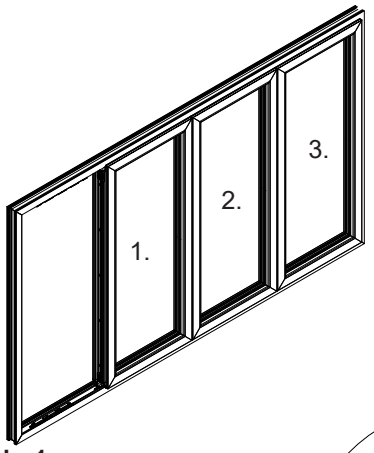

Abb. 1
4. In umgekehrter Reihenfolge werden jetzt nach der Allgemeinen Verarbeitungsrichtlinie Register 1.3.2 die Schiebeflügel verglast, und nach der Richtlinie auf Seite 30 verklotzt (Abb. 1).